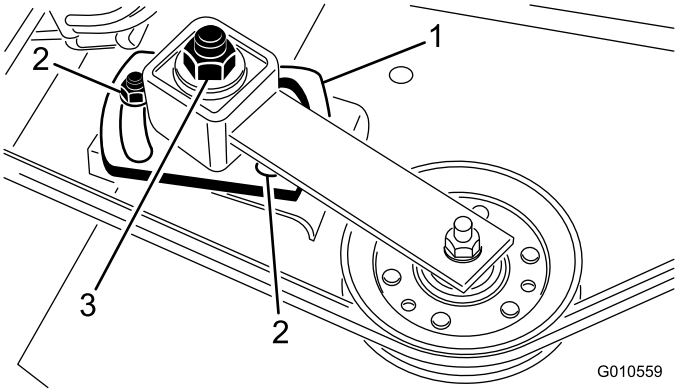

Figura 4
2. Desaperte as 2 porcas que fixam a placa intermédia para que a tensão da polia intermédia contra a correia seja libertada (Figura 4).
3. Retire a correia da polia direita do eixo (Figura 4).